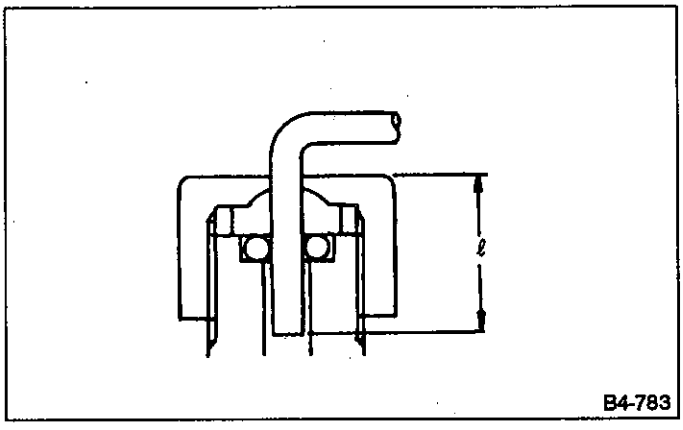

Fig. 112
a. Insert air pipe "ℓ" at least 13 mm (0.51 in) as shown in Figure 112.